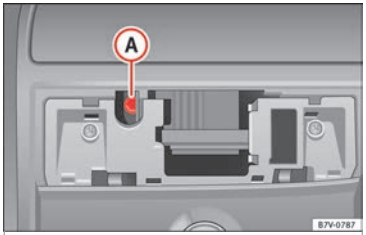

Bild 16 Insexbult för stängning av det glidande panoramasoltaket
- Sätt i en vanlig 4 mm insexnyckel[1)] i bulten ››› **bild 16** Ⓐ.